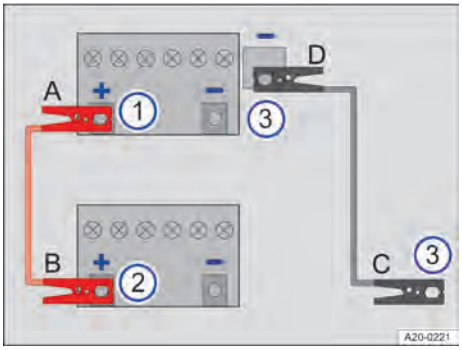

**Fig. 173** Esquema para la conexión de los cables de arranque.
Los cables de arranque solo se deberán conectar siguiendo el orden **A – B – C – D** → fig. 173.
2. Retire la cubierta del polo positivo de la batería de 12 voltios → fig. 173 ① → ⚠.
batería del vehículo que suministra la corriente → fig. 173 ②.
5. Conecte un extremo del cable de arranque *negro* **C** preferentemente a una toma para la ayuda de arranque (terminal de masa) del vehículo que suministra la corriente; de lo contrario, al bloque motor o a una pieza maciza de metal atornillada fijamente al bloque motor de este vehículo → fig. 173 ③.
6. Conecte el otro extremo del cable de arranque *negro* **D** preferentemente a la toma para la ayuda de arranque (terminal de masa) del vehículo con la batería de 12 voltios descargada; de lo contrario, al bloque motor o a una pieza maciza de metal atornillada fijamente al bloque motor de este vehículo → fig. 173 ③ → ⚠.
3. Desconecte los cables de arranque únicamente en el orden **D – C – B – A** con los motores en marcha → fig. 173.